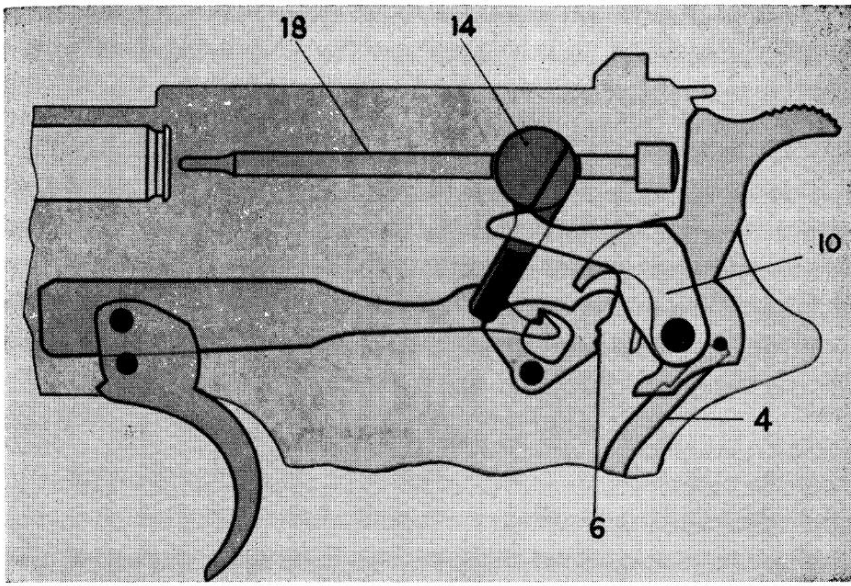

FIGURE 21. P-38 SAFETY SYSTEM (Concluded).
Pistol Uncocked with Thumb Safety Applied. Figure 21 shows the mechanism after the safety has been used to drop the hammer on the loaded chamber. The thumb safety lever (14) is shown, the safety stem is locking the firing pin (18) within the slide. Pulling the trigger in this condition cannot effect proper sear engagement to permit the trigger to be pulled to cock and drop the hammer. If the hammer is thumb cocked in this position, it will not stay back, as it cannot make engagement with the sear at (6), as safety (14) continues to force decocking lever (10) down.